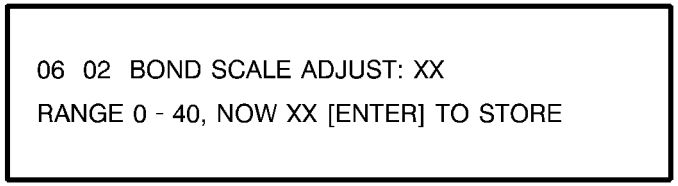

**Figure 2 Media Selection Screen**
2. Figure 2 Select the type of media. The following message is displayed. (In this example, bond paper media has been selected.)